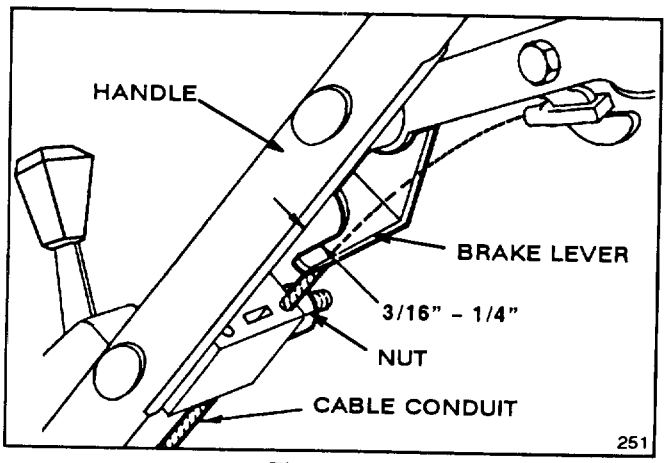

Figure 19
2. CHECK ADJUSTMENT (Fig. 19)—Move control bar toward handle until slack in wire is removed. Gap between brake lever and handle must be 3/16"-1/4". See step 3 for adjustment.
3. ADJUST CABLE CONDUIT (Fig. 19)—Loosen nut on cable bracket. Insert 3/16"-1/4" object between brake lever and handle. Pull down on cable conduit until all slack is removed from wire. Then tighten nut.